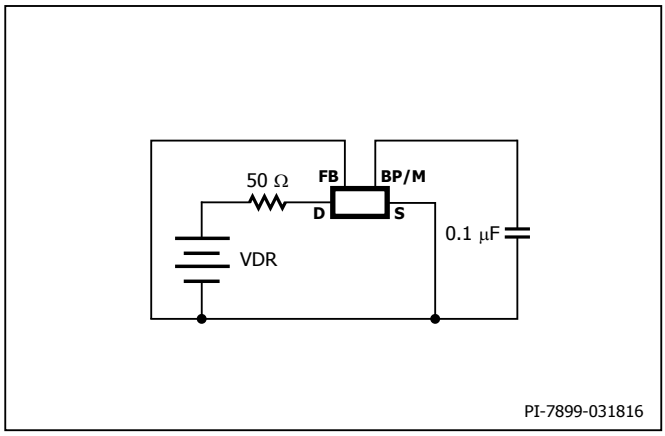

Figure 11. LinkSwitch-TN2 Minimum On-Time Test Circuit.
I. Measured using circuit in Figure 11 with 50 Ω drain pull-up. The width of the drain pulse is measured as the time from V_{FALL} = 42 V to V_{RISE} = 40 V (VDR = 50 V).